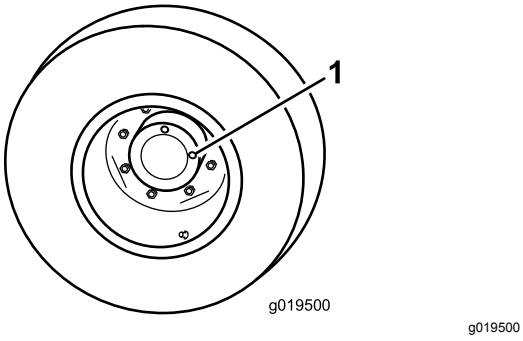

Figur 15
1. Anbring maskinen på et plant underlag og placer hjulet, således at den ene kontrolprop (Figur 15) står i klokken 12-positionen, og den anden står i klokken 3-positionen.
1. Kontrol-/aftapningsprop (2)
2. Fjern proppen i klokken 3-positionen (Figur 15). Der skal stå olie op til bunden af kontrolprophullet.